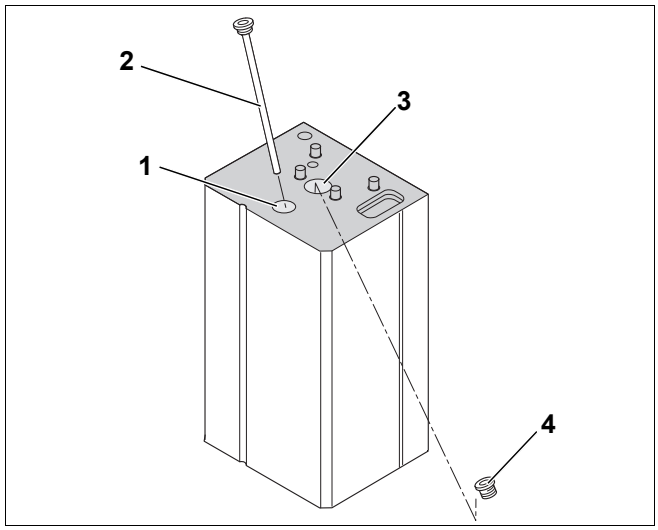

Рис. 14 Демонтаж облицовки
- Удалите крышку магниевого анода (рис. 14, [1]).
- Выверните магниевый анод (рис. 14, [2]).
- Выньте крышку контрольного отверстия (рис. 14, [3]) и выверните заглушку (рис. 14, [4]).
- Установите магниевый анод (рис. 14, [2]).
- Установите заглушку контрольного отверстия (рис. 14, [4]).